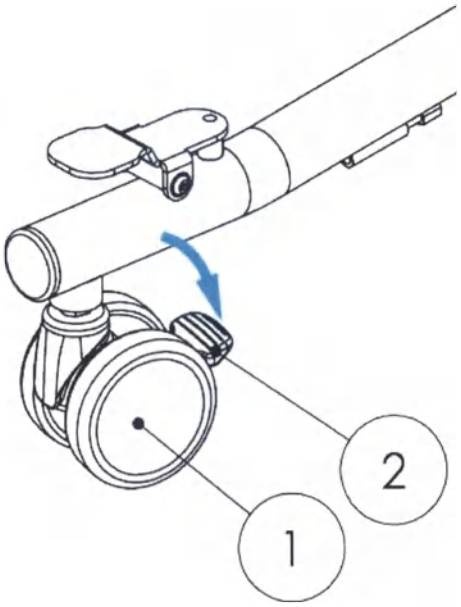

Рис. 12
Рама А имеет четыре независимых тормоза колес (1) *Рис. 12.* Тормозные рычаги расположены непосредственно на колесах. Чтобы зафиксировать тормоз, нажмите на рычаг тормоза (2). Для того, чтобы разблокировать тормоза, необходимо этот же рычаг поднять вверх. Колесные тормоза приводятся в действие ногами.